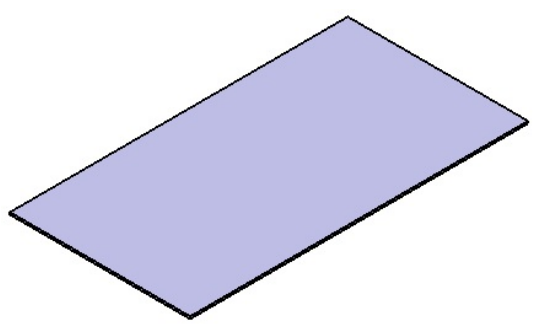

Figure 15-149 *The resultant base wall*
3. Choose the **OK** button to create the base wall, as shown in Figure 15-149.